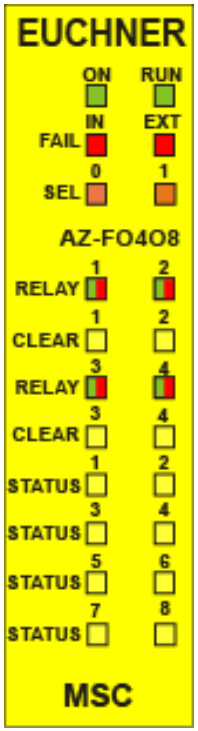

Bild 37:
8.4.10. Modul AZ-FO4O8 *(Bild 37)*